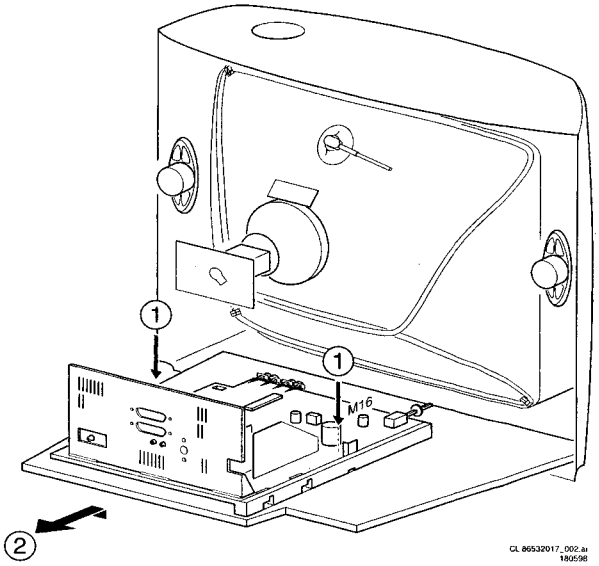

Figure 4-2
- Drücken Sie die 2 Clips auf der rechten Seite des Befestigungsbügels des Netzfilters nach außen (2)
4.2.2 Chassisplatine (Abbildung 4-2)